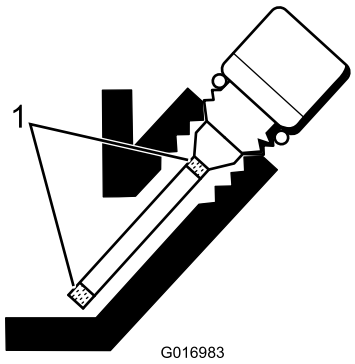

**Figura 27**
5. Se o nível estiver baixo, adicione apenas o óleo suficiente para aumentar o nível até se encontrar entre as marcas no medidor (Figura 27). **Não encha demasiado.**